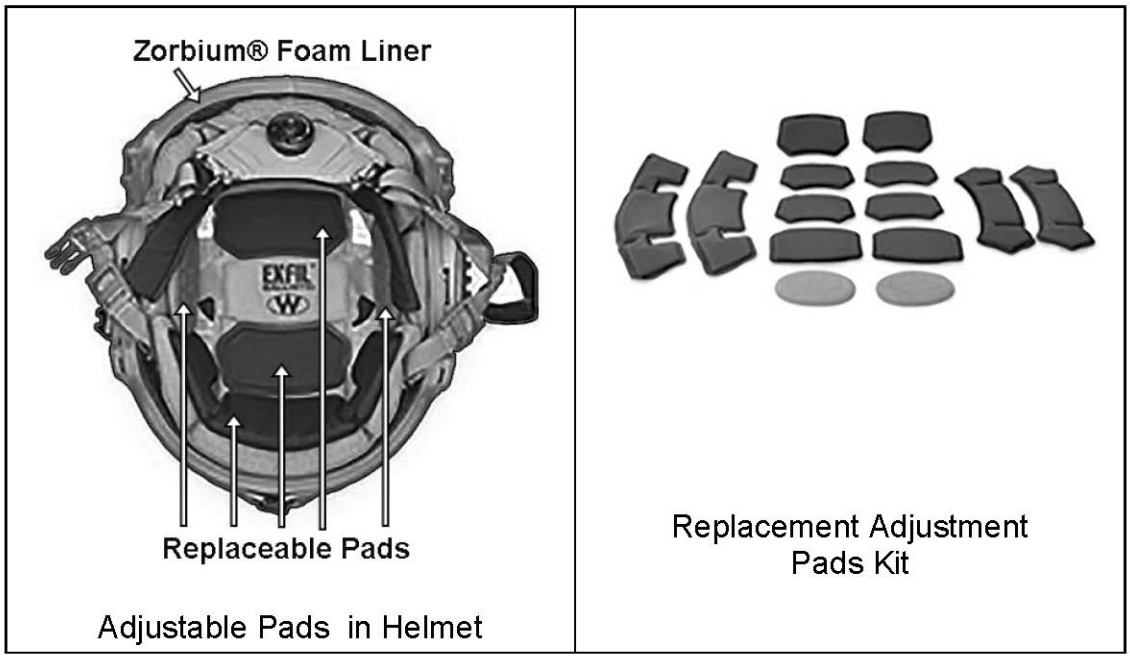

Figure 6-8. Foam Liner and Replaceable Pads
(1) Utilizes Boa® Closure System for optimized stability and fit.
(2) The CAM FIT™ Retention System comes standard with the side release buckle on the left side of the face for right-eye dominant shooters. It is available in a Left Eye Dominant (LED) option that moves the buckle to the right side of the face for left-eye dominant shooters.
b. Zorbium® Foam Liner and Replaceable Adjustment Pads (Refer to Figure 6-8.)
(1) Sixteen customizable comfort pads in two thicknesses.
(2) Replacement pads kit.